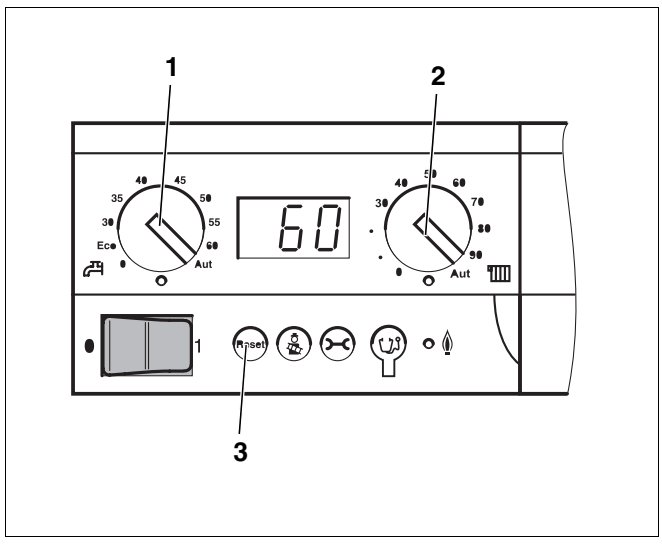

Rys. 17 Moduł podstawowy Logamatic BC10
Ponieważ palnik dostarczany jest w "stanie awarii", przed pierwszym uruchomieniem należy dokonać odkłócenia palnika przy pomocy przycisku "Reset" (rys. 17, **poz. 3,** strona 19). Alternatywnie można użyć przycisku odkłócającego znajdującego się na automacie palnikowym SAFe 10 (patrz opis poniżej).
Ponieważ palnik dostarczany jest w "stanie awarii", przed pierwszym uruchomieniem należy dokonać odkłócenia palnika przy pomocy przycisku "Reset" (rys. 17, **poz. 3**). Alternatywnie można użyć przycisku odkłócającego znajdującego się na automacie palnikowym (patrz opis poniżej).
- Ustawić pokrętła do nastawiania maksymalnej temperatury wody w kotle (rys. 17, **poz. 2**) i do nastawiania zadanej temperatury ciepłej wody (rys. 17, **poz. 1**) w położeniu "Aut".